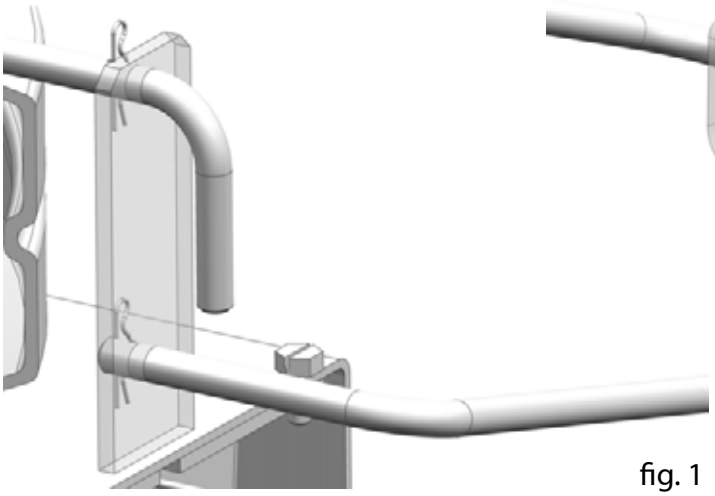

fig. 1
Step 1: Secure long leveling rod D5741 to spinner enclosure through bottom hole in bracket with hair pin clip through hole in pin (see fig 1).